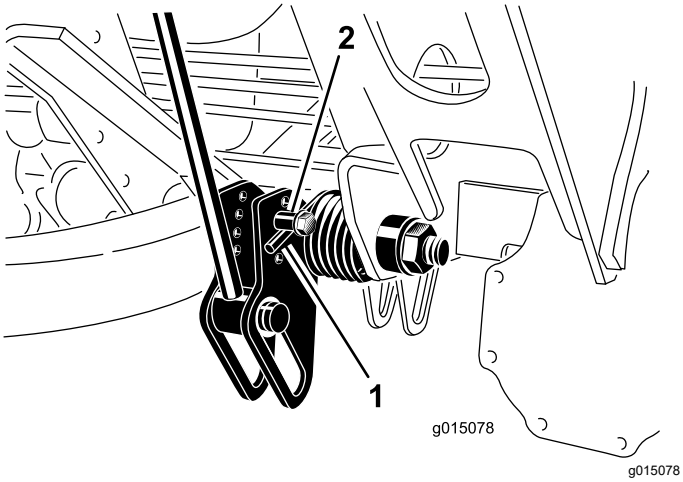

**Figur 71**
2. Før inn et rør eller lignende objekt på den lange fjærenden for å slippe noe av fjærspenningen under justering (Figur 71).
3. Mens du letter spenningen i fjæren, fjern bolten og låsemutteren som fester fjæraktuatoren til braketten (Figur 71).